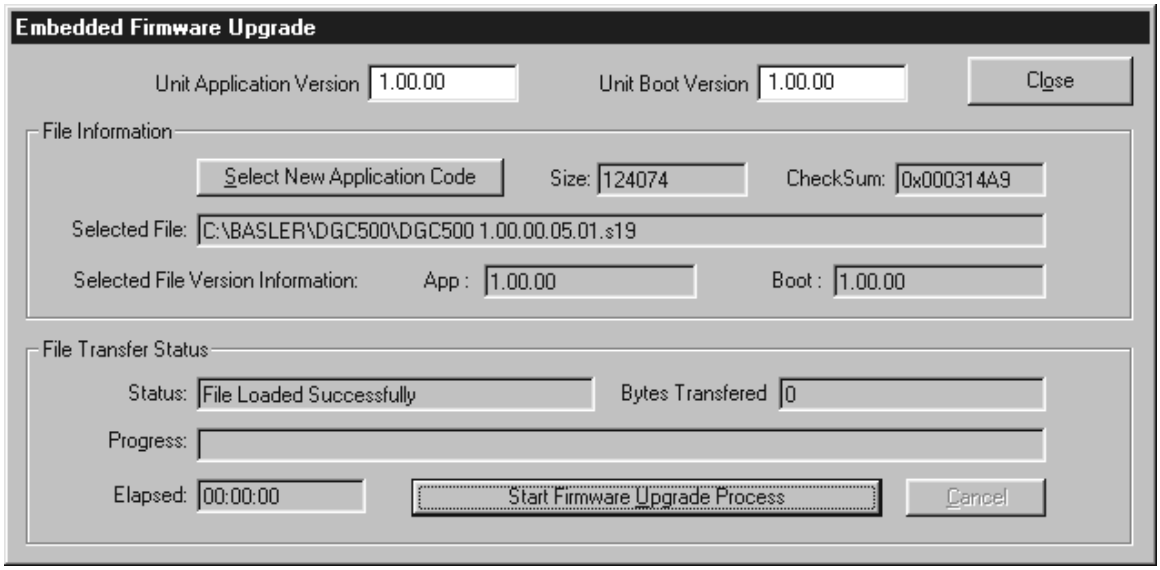

Figure 4-30. Firmware File Information
3. Click the Select New Application Code button and then navigate to and select the file (S19 file extension) to be used for updating the DGC-500 firmware. The file details are displayed in the File Information section of the Embedded Firmware Upgrade dialog box (Figure 4-30).